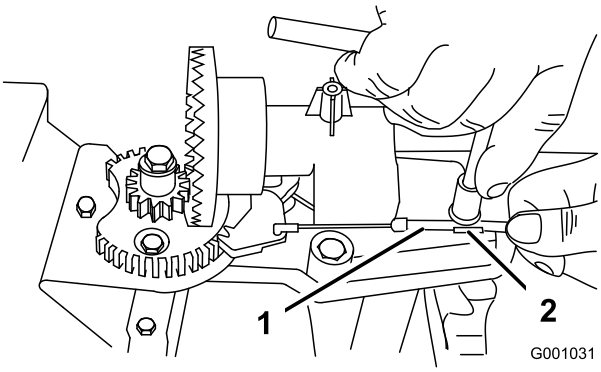
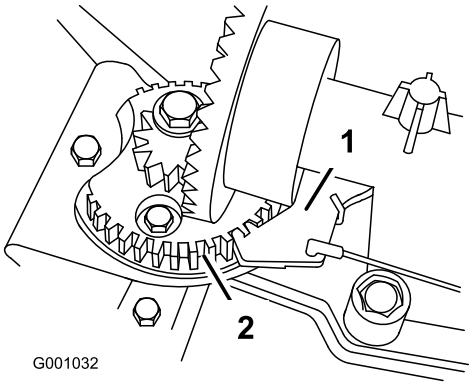

Rysunek 52
Rysunek 53
2. Odkręć śrubę na zacisku linki (Rysunek 52).
3. Chwyć kanał linki i przesuń go w kierunku przodu maszyny, aż zapadka tunelu wyrzutowego całkowicie zaczepi się o uzębienie koła zębatego (Rysunek 52 i Rysunek 53).
Informacja: Zapadka jest sprężynowa i automatycznie opadnie na uzębienie koła zębatego (Rysunek 53).